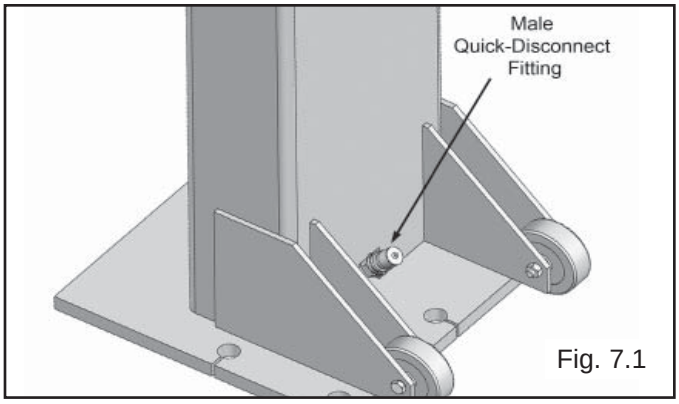

Fig. 7.1
1. Thread the Male Quick Disconnect Fittings onto the rear cylinder fittings using Teflon tap on the pipe threads. (See Fig. 7.1)